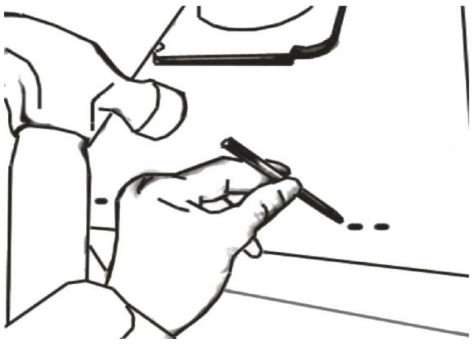

Figure 2
- Percez les trous d'arrêt (pour le montage sous l'armoire) sur la hotte tel qu'illustré à la Figure 2.